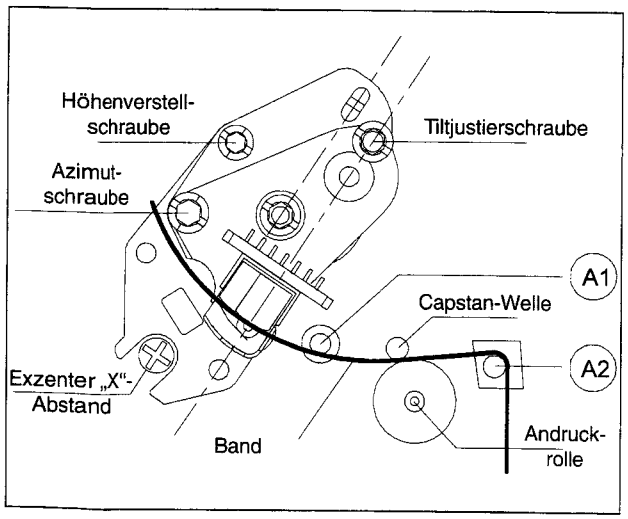

Abb. M13
- Exzenterschraube drehen, bis der maximale Wert des TRIV-Signals erreicht ist (DC-Kopplung; siehe Abb. M13).